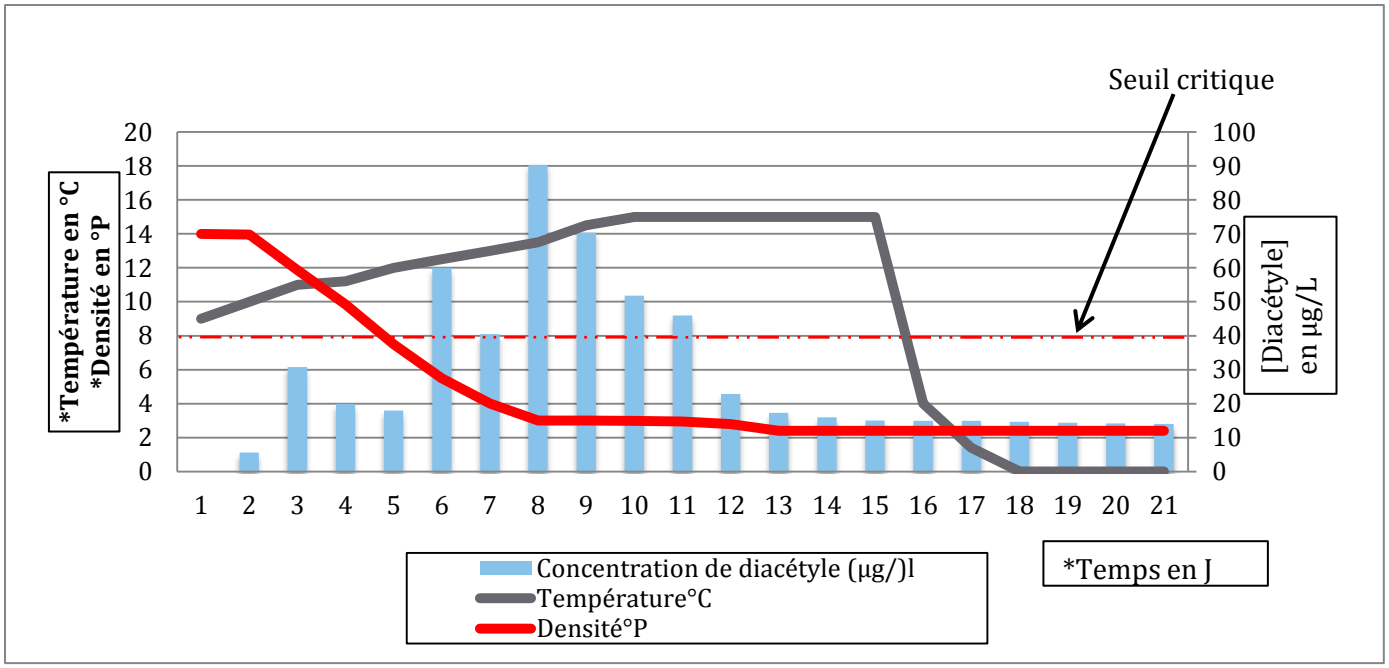

Figure 8: Suivi de la concentration de diacétyle au cours de la fermentation en fonction du temps/densité/température
- **Tableau 3 et figure 8 :**
Le premier pic (figures : 8 et 9) de la concentration en diacétyle apparait normalement tôt lors du déroulement de la fermentation classique. La concentration en diacétyle est ensuite réduite quand la levure assimile le diacétyle et le convertit par voie enzymatique en acétoine, qui à son tour est ensuite métabolisée. En particulier, on pense que le diacétyle est un sous-produit de la biosynthèse des acides aminés impliquant une relation entre la biosynthèse des acides aminés et la formation d'acétolactate, le précurseur du diacétyle.
Le 2ème pic (figures : 8 et 9) quand la concentration est élevée du diacétyle expliquée par la diminution des sucres fermentescibles et une activité maximale de la levure, d'où une concentration en diacétyle proportionnelle à la multiplication de la levure et à la dégradation des sucres fermentescibles (production associée à la croissance) .
Cependant, des problèmes surviennent quand des fluctuations métaboliques continuelles conduisent à une production par fermentation tardive de diacétyle en des quantités qui créent un 3ème pic (figures : 8 et 9) qui peut être dû à la présence d'une concentration élevée en diacétyle dans le mout de bière.